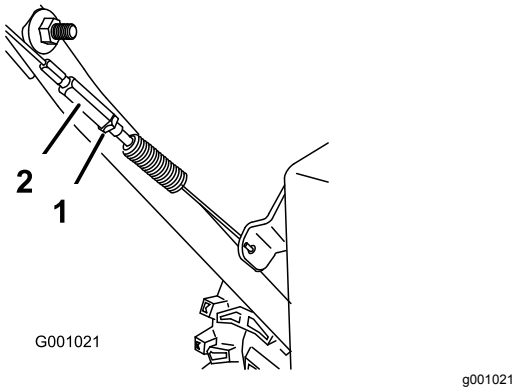

Figur 34
3. Spænd kontramøtrikken (Figur 34).